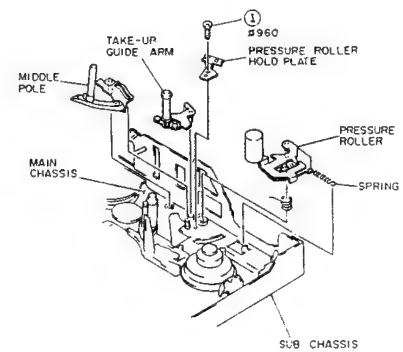

Fig. 2-54
1) Remove one (1) screw holding the pressure roller hold plate. (See Fig. 2-54)
(1) Pressure Roller
3) Release the spring between the pressure roller and sub chassis. (See Fig. 2-54)
(2) Take-up Guide Arm, Middle Pole
3) Pull out the take-up guide arm from the sub chassis. (See Fig. 2-54)
5) Pull out the middle pole from the main chassis. (See Fig. 2-54)